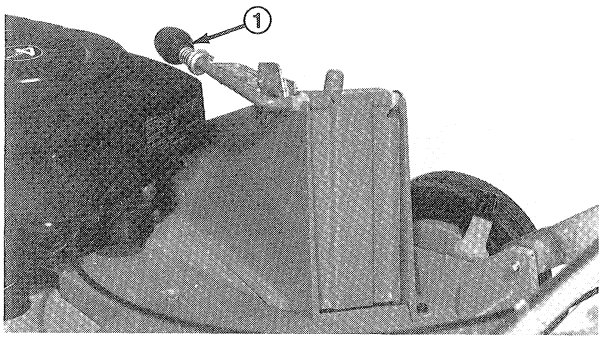

Figure 24
2. Squeeze lockout lever, move chute door handle fully forward, and release lever into bag latch (Fig. 24). The chute door in mower housing is now closed, and mower is ready for mowing operation.